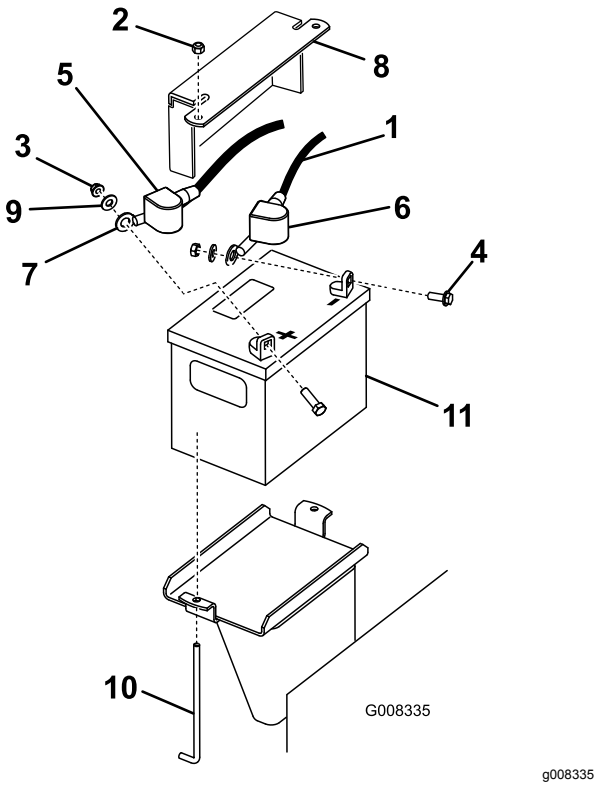

Figur 40
3. Lyft av gummikåpan från minuskabeln. Lossa batteriets minuskabel från batteriets minuspol (–) (Figur 40).
4. Skjut av den röda anslutningsskon från batteriets pluspol (röd). Lossa sedan batteriets pluskabel (röd) (Figur 40).
5. Ta bort batterilåsfästet, j-skruvarna och låsmuttrarna som fäster batteriet (Figur 40) och ta bort batteriet.